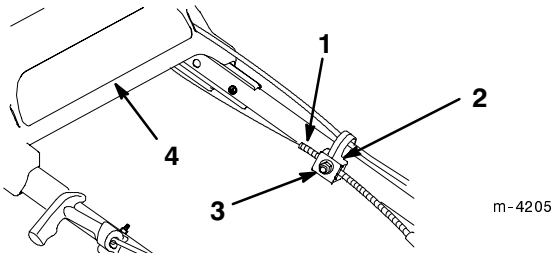

**Figure 24**
2. Loosen the cable support nut (Fig. 24).
4. With the upper handle pushed back as far as possible and while holding the drive bracket down, pull the cable jacket down (toward the lawn mower) until there is no slack in the cable (Fig. 24).
5. Tighten the nut on the cable support (Fig. 24).